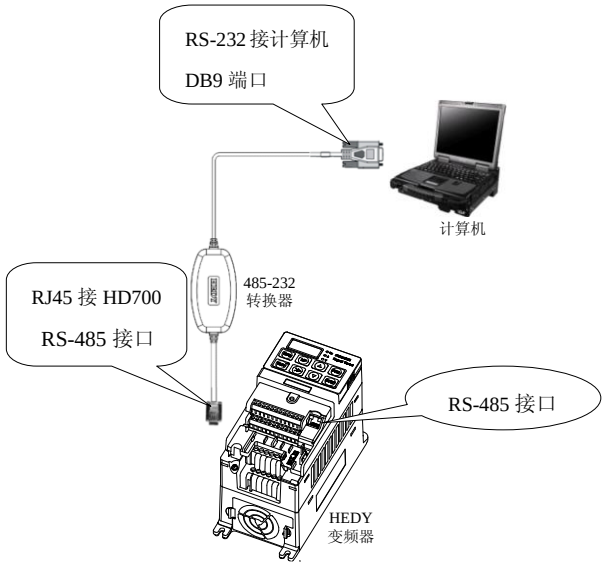

图 3-4　用法示意图
2) 将 HDOM-232 的一端连接至计算机的 RS-232 端口，另一端连接至变频器的 RS-485 端口，如图 3-4 所示；